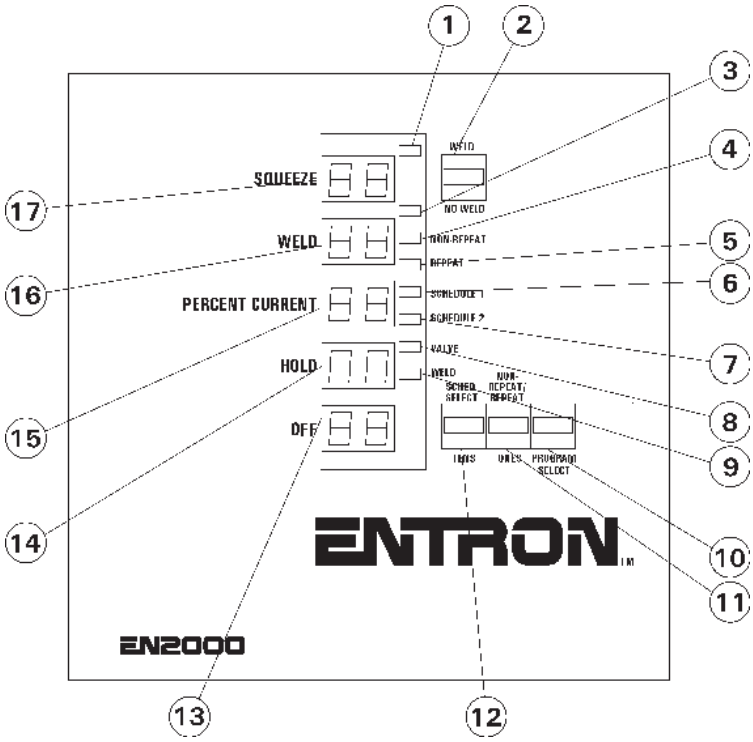

Figure 2-1. *Control Panel layout*
2.1 CONTROL FUNCTIONS – See Figure 2-1. *Control Panel layout*